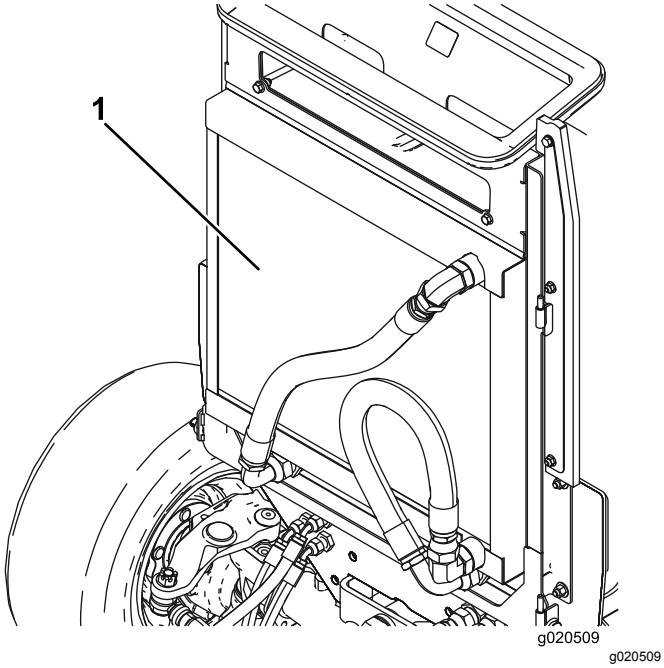

Figur 73
3. Rengjør begge sidene av oljekjøleren og radiatoren (Figur 73) grundig med trykkluft. Start fra forsiden og blås rusk ut mot bakdelen. Rengjør så fra baksiden og blås ut mot fremre ende. Gjenta prosedyren flere ganger til alt rusk er borte.